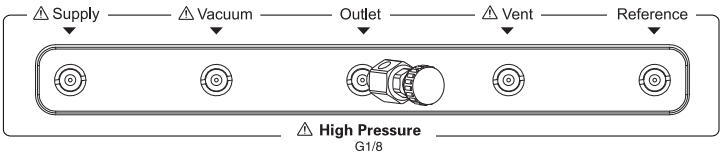

Figure 7-2 Self-tuning Connection
- Before self-tuning, screw gas release fitting in Outlet port. During calibration, as Fig 7-2, srew gas release fitting tightly;